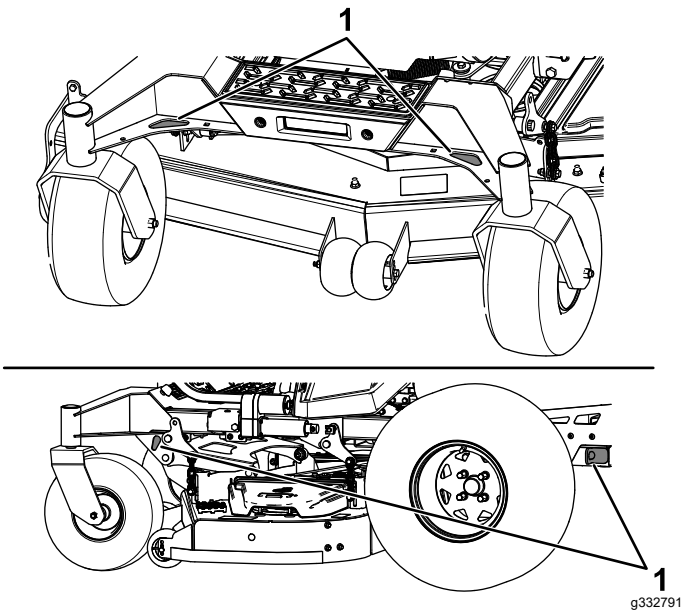

Figure 37
6. Arrimez la machine près des roues pivotantes avant et du cadre arrière à l'aide de sangles, chaînes, câbles ou cordes (Figure 37). Voir la réglementation locale concernant les exigences en matière d'arrimage.